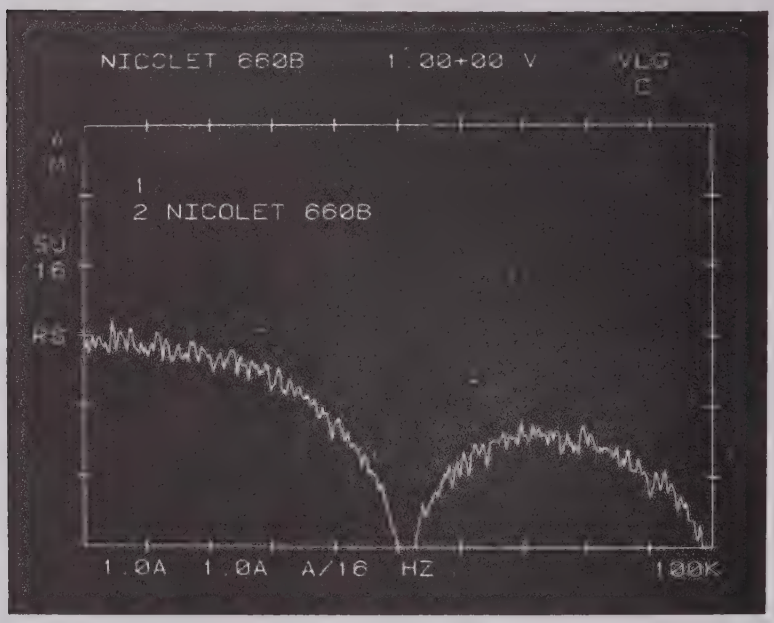

FIGURE 18-6
i. Copy ENTRY/RECALL line contents into TEXT LINE #2. See Figure 18-6.